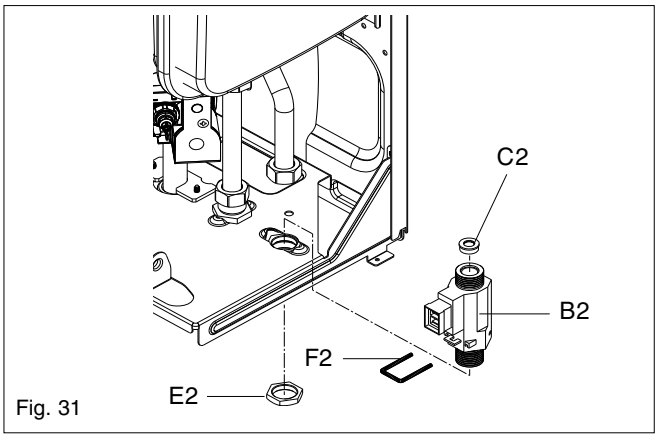

Fig. 31
6.20.1 DHW FLOW RESTRICTOR (fig. 31)
6.20.2 DHW FLOW SWITCH (fig. 31)